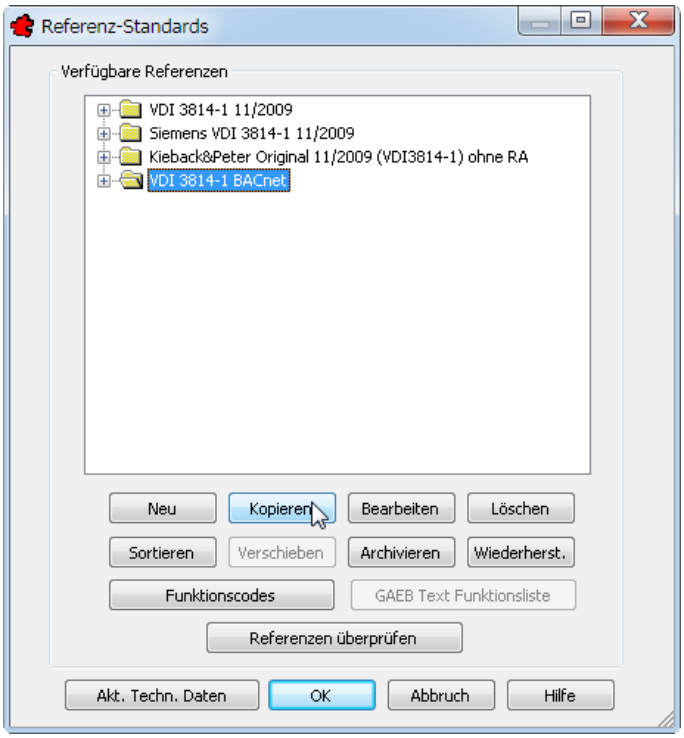

Bild 24.15 – Erzeugen eines Referenzstandards über die Referenzverwaltung
- Rufen Sie im Menü *TRIC* die *Referenzverwaltung* auf. Wählen Sie den Eintrag *VDI 3814-1 BACnet* und klicken Sie auf die Schaltfläche *Kopieren* (Abb. 24.15).